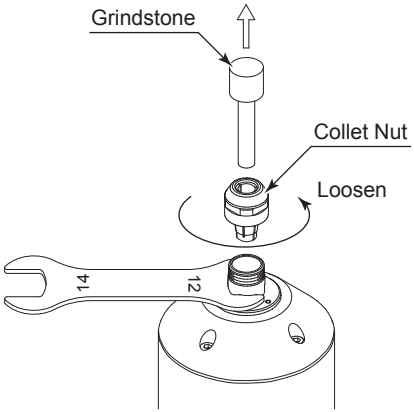

Fig. 3
① Remove the grindstone according to the section " 7. REPLACING THE GRINDSTONE " procedure above and remove collet nut assembly (Fig. 3).